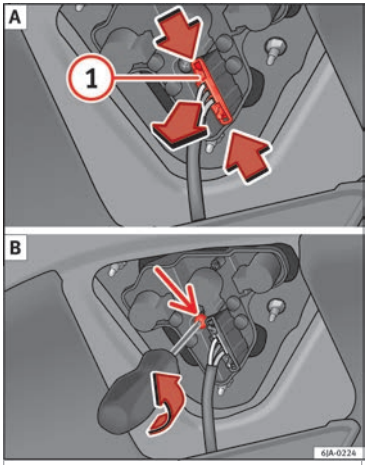

Fig. 105 Remove the bulb holder.
– Access the lights by disconnecting the connector (1) ››› Fig. 105 A and unscrewing the bulb holder ››› Fig. 105 B. Take care not to lose the bulb holder retaining screw.